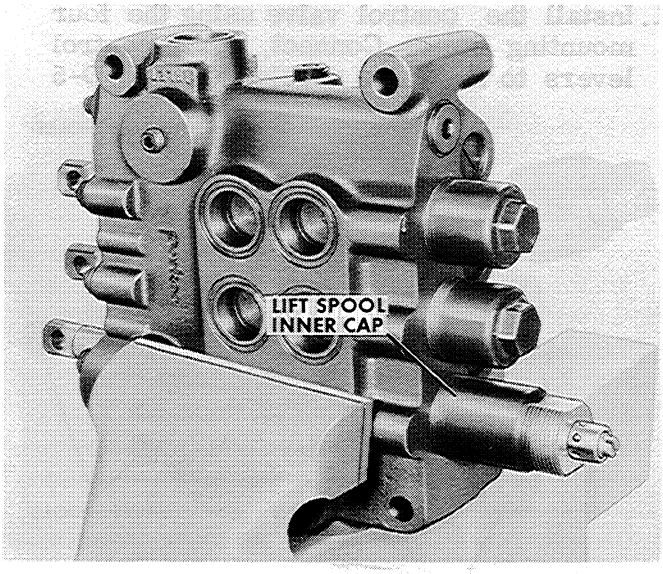

Figure DD-10
4. Remove the inner cap by unscrewing it from the valve body, Figure DD-10.